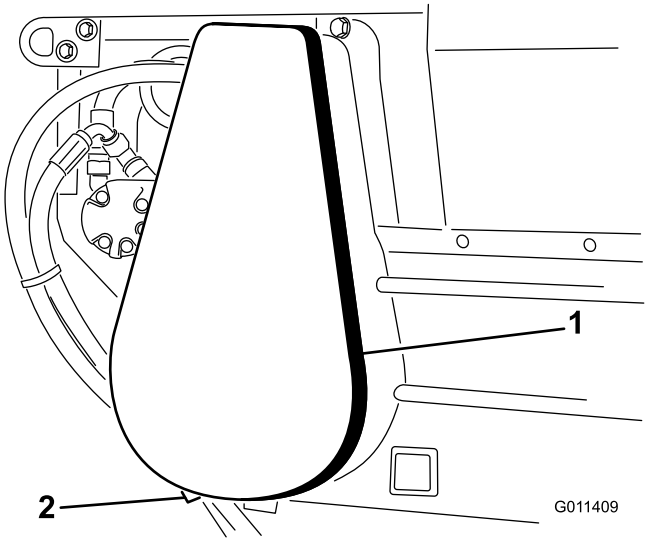

**Figuur 29**
1. Verwijder het kettingdeksel en het afstandsstuk (Figuur 29).